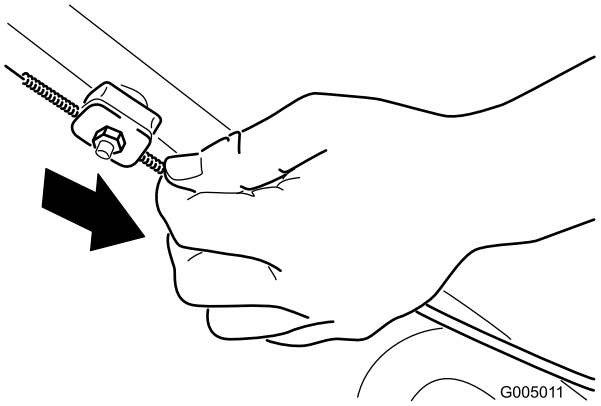

Figur 29
2. Træk kabelkappen ned (mod maskinen), indtil der ikke er noget slæk i kablet (Figur 29).